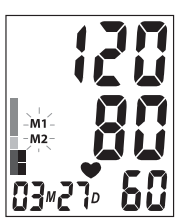

Рис.4
5. В конце измерения прозвучит звуковой сигнал, после чего прибор выпустит весь воздух из манжеты, на дисплее отобразится результат измерения (рис. 4) и будет мигать M1/M2, напоминая, что для сохранения результатов нужно выбрать память 1 или 2, нажав M1 или M2 соответственно. Если в течении 3-х минут не выбрать память, результат не запоминается, а прибор автоматически переходит в режим индикации даты и времени.